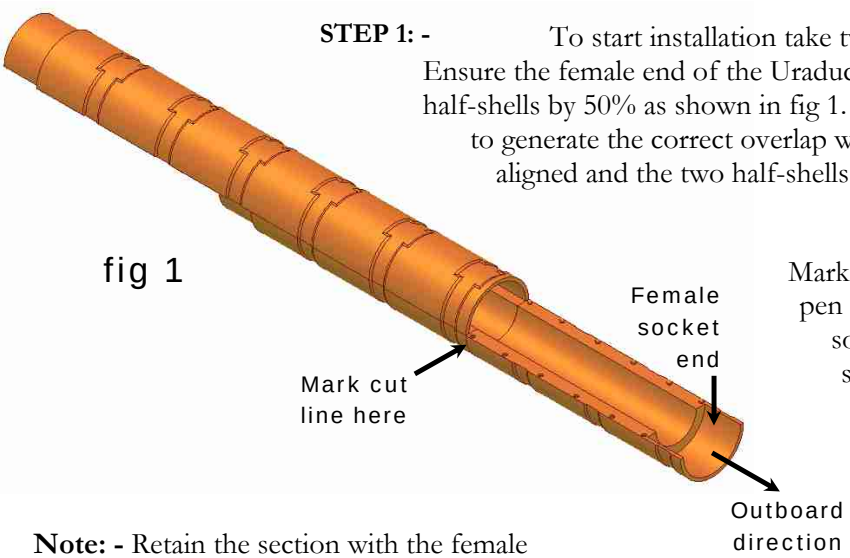

fig 1
STEP 1: - To start installation take two half-shells of Uraduct mouldings. Ensure the female end of the Uraduct is facing **outboard** and overlap the half-shells by 50% as shown in fig 1. The Uraduct is specifically designed to generate the correct overlap when the dowels and mating holes are aligned and the two half-shells lock together. The external banding grooves will automatically line up.